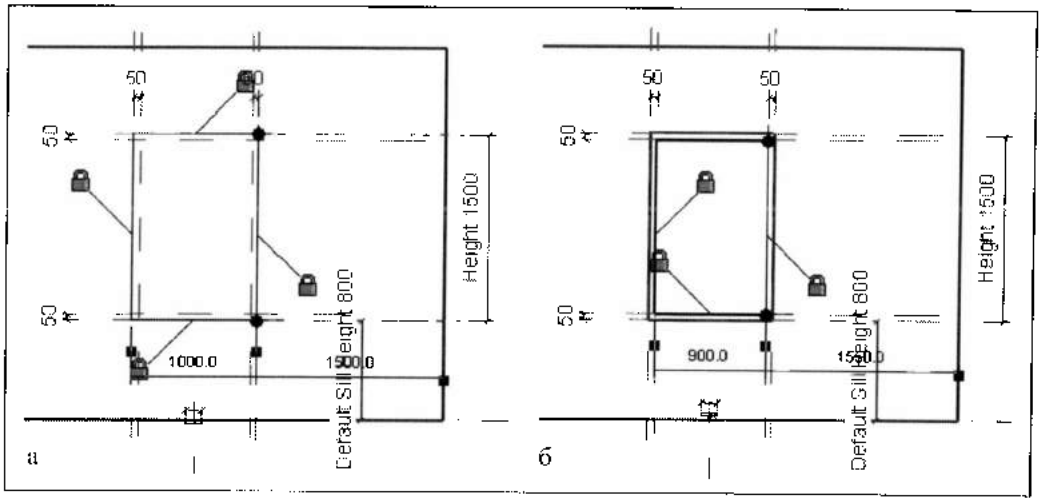

Рис. 18.4. *Построение контура выдавливания для полостной формы*
плоскостей и затем зафиксировать сегменты полученного контура относительно наружных опорных линий (рис. 18.4,а).
15. Аналогичным образом построить вторую полостную форму со следующими отличиями: в пункте 10 в поле **Depth** сохранить положительное значение глубины выдавливания (250), а прямоугольный контур нарисовать по точкам пересечения опорных плоскостей, задающих ширину четверти (рис. 18.4,б); в пункте 13 выровнять относительно опорных плоскостей *Толщина четверти* и *Exterior*.